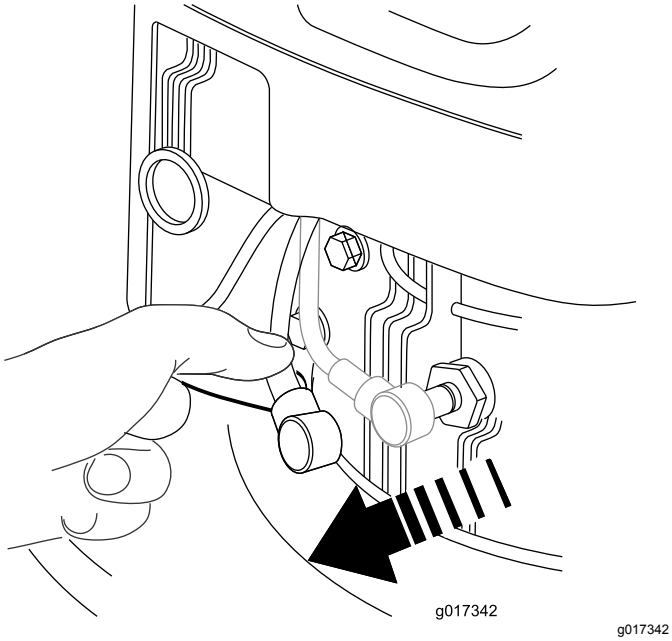

图19
2. 在执行任何维护程序之前、应断开火花塞上的火花塞电线 (图19)。